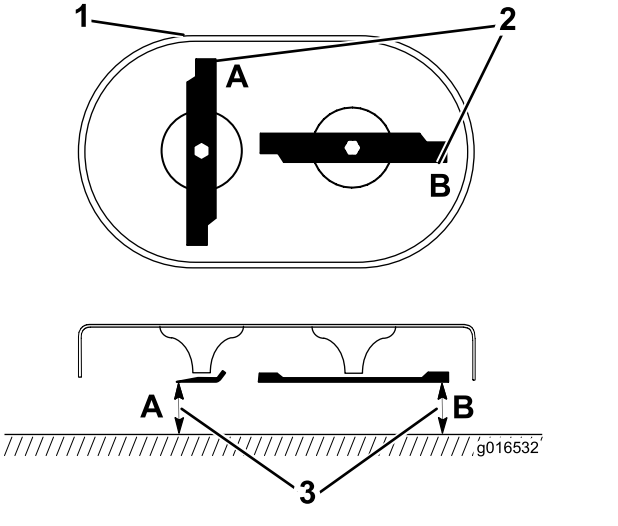

Figure 20
B. Measure from a level surface to the cutting edges at locations **A** and **B**, (Figure 20), and record both dimensions.